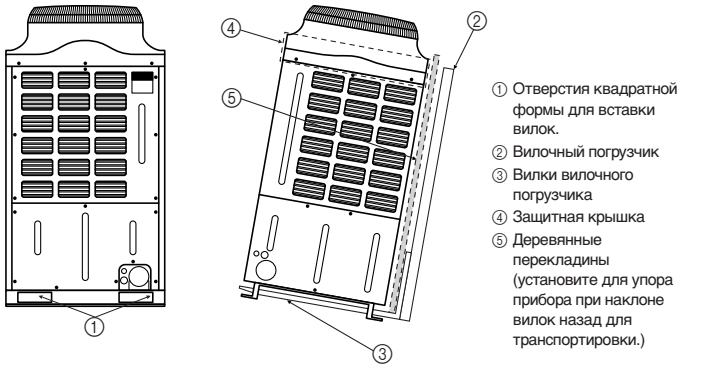

Fig. 3-1
3.1. Транспортировка с помощью вилочного погрузчика (Fig. 3-1)